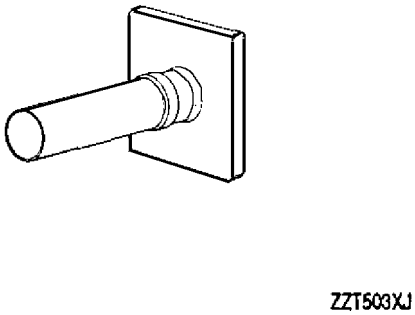

Figure 7. 6796268 Turbine Coupling Shaft Spacer Holder
a. Place tie bolt spacer (2, Figure 1) in 6796268 spacer holder (figure 7).